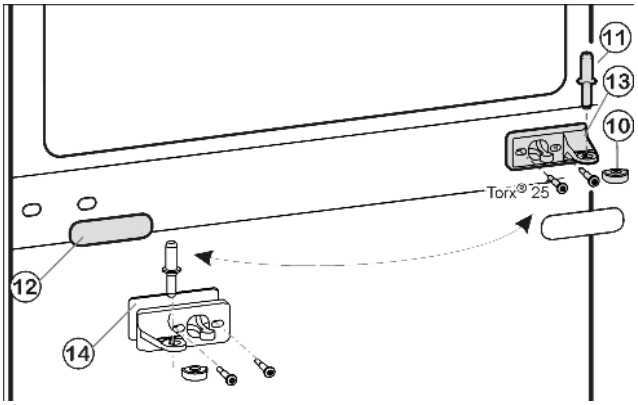
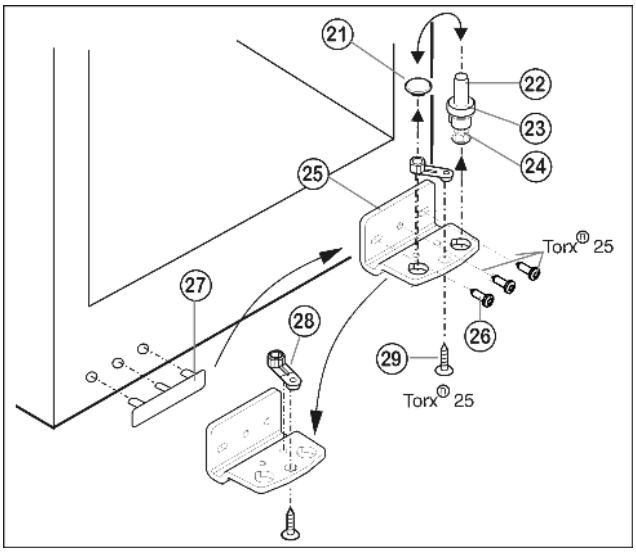

Fig. 7
Fig. 8
▶ Draw the middle bearing pin *Fig. 7 (11)* out of the turn hinge and lower door.
▶ Remove the plastic cap *Fig. 7 (10)*.
▶ Unscrew the middle turn hinge (2x Torx® 25). *Fig. 7 (13)*
▶ Carefully detach the cover panel *Fig. 7 (12)*.
▶ Turn the middle turn hinge *Fig. 7 (13)* with the washer *Fig. 7 (14)* through 180° and screw it firmly into place on the new hinge side **(with 4 Nm)**.
▶ Turn the cover panel *Fig. 7 (12)* through 180° and snap it into place again on the new handle side.
- ▶ Lift out the bearing pin *Fig. 8 (22)* together with washer *Fig. 8 (23)* and foot *Fig. 8 (24)*.
- ▶ Lift off the stopper *Fig. 8 (21)*.
- ▶ Unscrew *Fig. 8 (26)* the turn hinge *Fig. 8 (25)*.
- ▶ Unscrew *Fig. 8 (29)* the bearing element *Fig. 8 (28)*, transfer it to the opposite location hole of the turn hinge and screw it firmly into place.
- ▶ Carefully lift off the cover on the handle side *Fig. 8 (27)* and transfer it to the opposite side.
- ▶ Screw the turn hinge *Fig. 8 (25)* firmly into place on the new hinge side, possibly using a cordless screwdriver **(with 4 Nm)**.
- ▶ Re-insert the stopper *Fig. 8 (21)* into the other hole.
- ▶ Re-insert the bearing pin *Fig. 8 (22)* together with washer and foot. In so doing, pay attention that the locating lug points backwards
- ▶ Place the lower door from above onto the lower bearing pin *Fig. 8 (22)*.
- ▶ Place the plastic cap *Fig. 7 (10)* back onto the middle turn hinge *Fig. 7 (13)*.
- ▶ Place the middle bearing pin *Fig. 7 (11)* in the lower door, on the new hinge side, through the middle turn hinge *Fig. 7 (13)*.
- ▶ Place the upper door on the middle bearing pin *Fig. 7 (11)*.
- ▶ If necessary, align the doors to the appliance housing by way of the two oblong holes in the bottom turn hinge *Fig. 8 (25)* and middle turn hinge *Fig. 7 (13)*. To do so, unscrew the middle screw in the bottom turn hinge *Fig. 8 (25)*.